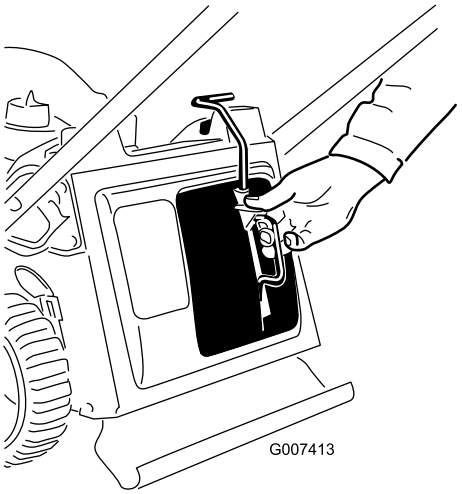

Figur 9
2. Klem knappen på spaken med tommelen og sett kvernepluggen helt inn i åpningen (Figur 9).